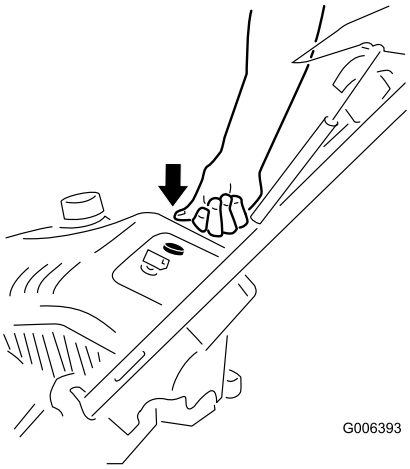

Figur 13
3. Snapsa genom att trycka in knappen ordentligt med tummen tre gånger, och hålla in knappen en sekund vid varje tryckning innan du släpper den igen (Figur 13).